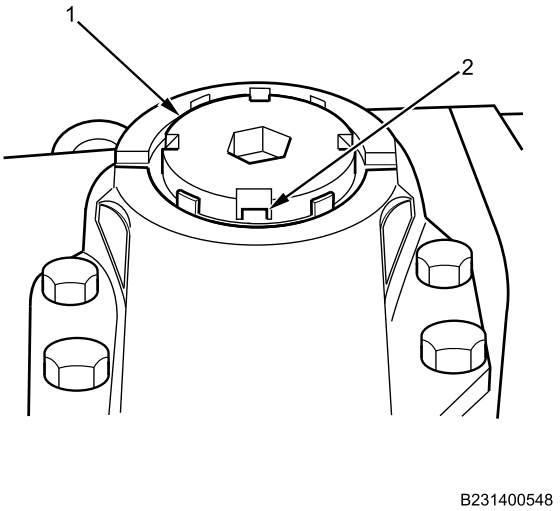

Figure 14. Pitman Arm Retainer.
12. After specified torque is reached, continue tightening until two of retaining tabs (Figure 14, Item 2) align with slots in retainer (Figure 14, Item 1).